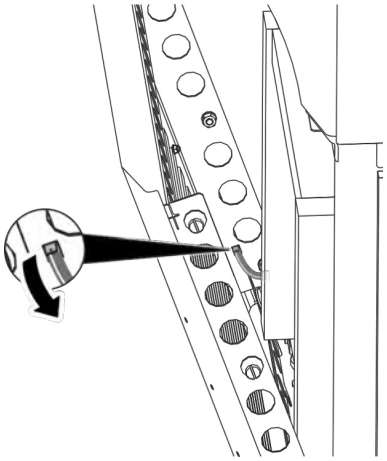

Fig. 15: Disconnect the protective conductor.
5. Disconnect the protective conductor (*Fig. 15*).